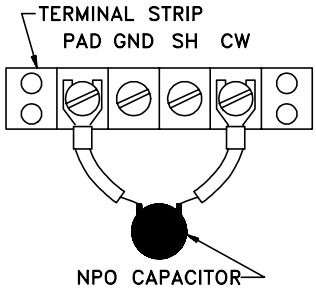

Figure 3-10
4) With the material at the upper operating level, adjust the Step and Fine Zero controls until the output is 4 mA. For this calibration procedure, a compensation capacitor is usually required to obtain the minimum 4mA output. It will be added by the factory when the application is known. If needed and not supplied, add-in 100 pF steps: an NPO capacitor across Terminals PAD and CW until the minimum output can be obtained. See Figure 3-10 or call factory service for value.
4) For this calibration procedure, a compensation capacitor may be required to obtain the minimum 4 mA output. It will be added by the factory when the application is known. If needed and not supplied, add - in 100 pF steps - an NPO capacitor across Terminals PAD and CW until the minimum output can be obtained. See Figure 3-10 or call factory service for value.
4) If 4 mA cannot be obtained, add a padding capacitor equal to or less than 1/4 the full scale capacitance of the probe in the upper phase. This capacitor will be added across Terminals PAD and CW by the factory when the application is known. See Figure 3-10.
5) If 4 mA cannot be obtained, add a padding capacitor equal to or less than 1/4 the full scale capacitance of the probe in the upper phase. This capacitor will be added across Terminals PAD and CW by the factory when the application is known. See Figure 3-10.
5) If 4 mA cannot be obtained, add a padding capacitor equal to or less than 1/4 the full scale capacity of the probe in the lower phase. This capacitor will be added across Terminals Pad and CW by the factory when the application is known. See Figure 3-10.